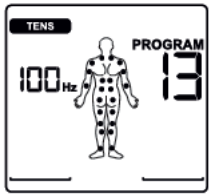

Fig. 1
- Select the desired impulse frequency using the **UP/DOWN** buttons and press the **ENTER** button to confirm (Fig. 1, example shows an impulse frequency of 100 Hz).